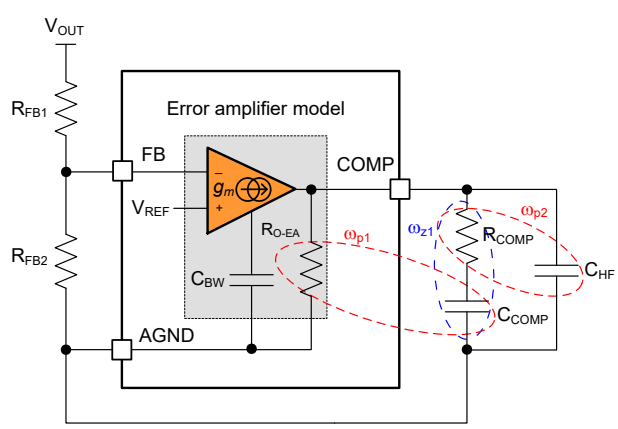

Figure 10-3. Error Amplifier and Compensation Network
Figure 10-3 shows a Type-II compensator using a transconductance error amplifier (EA). The dominant pole of the EA open-loop gain is set by the EA output resistance, $R_{O\text{-}EA}$, and effective bandwidth-limiting capacitance, C_{BW}, as shown in Equation 28.